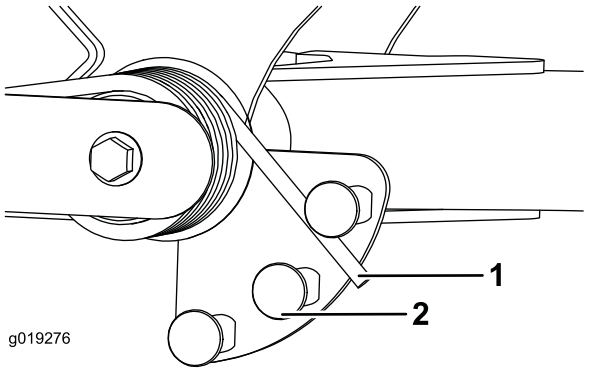

Figur 34
2. Sätt ett rör eller liknande på den långa fjäderänden och vrid det runt fjäderdonet till önskat läge (Figur 34).